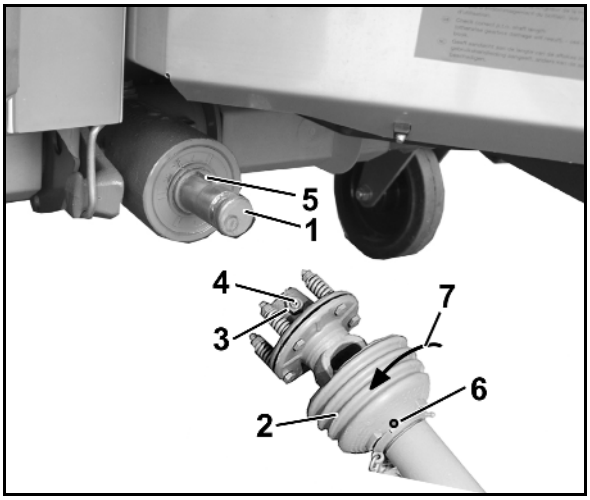

図 38
2. ギアボックス入力軸 (図 38/1) を清掃します。
4. ロックねじ (図 38/6) を回して外します。
5. 保護カバー (図 38/2) を取り付け位置 (図 38/7) へ回転させます。
7. 摩擦継ぎ手の接続ヨークにあるロックナット (図 38/3) を (グラブねじがロックナットから外側に突き出ないようになるまで) 緩め、六角穴付きのグラブねじ (図 38/4) を回して緩め、接続ヨークをギアシャフトにかるくかぶせることができるかどうか確認します。
キー (図 38/5) が完全に覆われているか確認してください。
9. プロペラシャフトが軸方向にずれないように固定します。このためにグラブねじを六角レンチでしっかり締め付け、ナット (図 38/3) でロックします。
2. 接続ヨークのロックナット (図 38/3) を摩擦継ぎ手から外します。グラブねじ (図 38/4) を回して外してください。